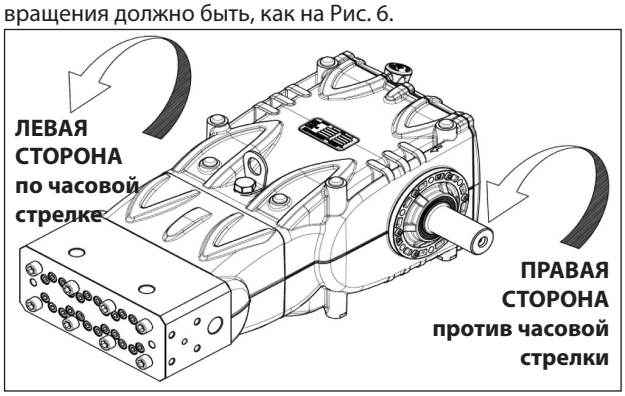

Рис. 6
Если стоять перед торцом насоса, то направление вращения должно быть, как на Рис. 6.
**ПРИМЕЧАНИЕ** На Рис. 6 изображена правосторонняя версия.